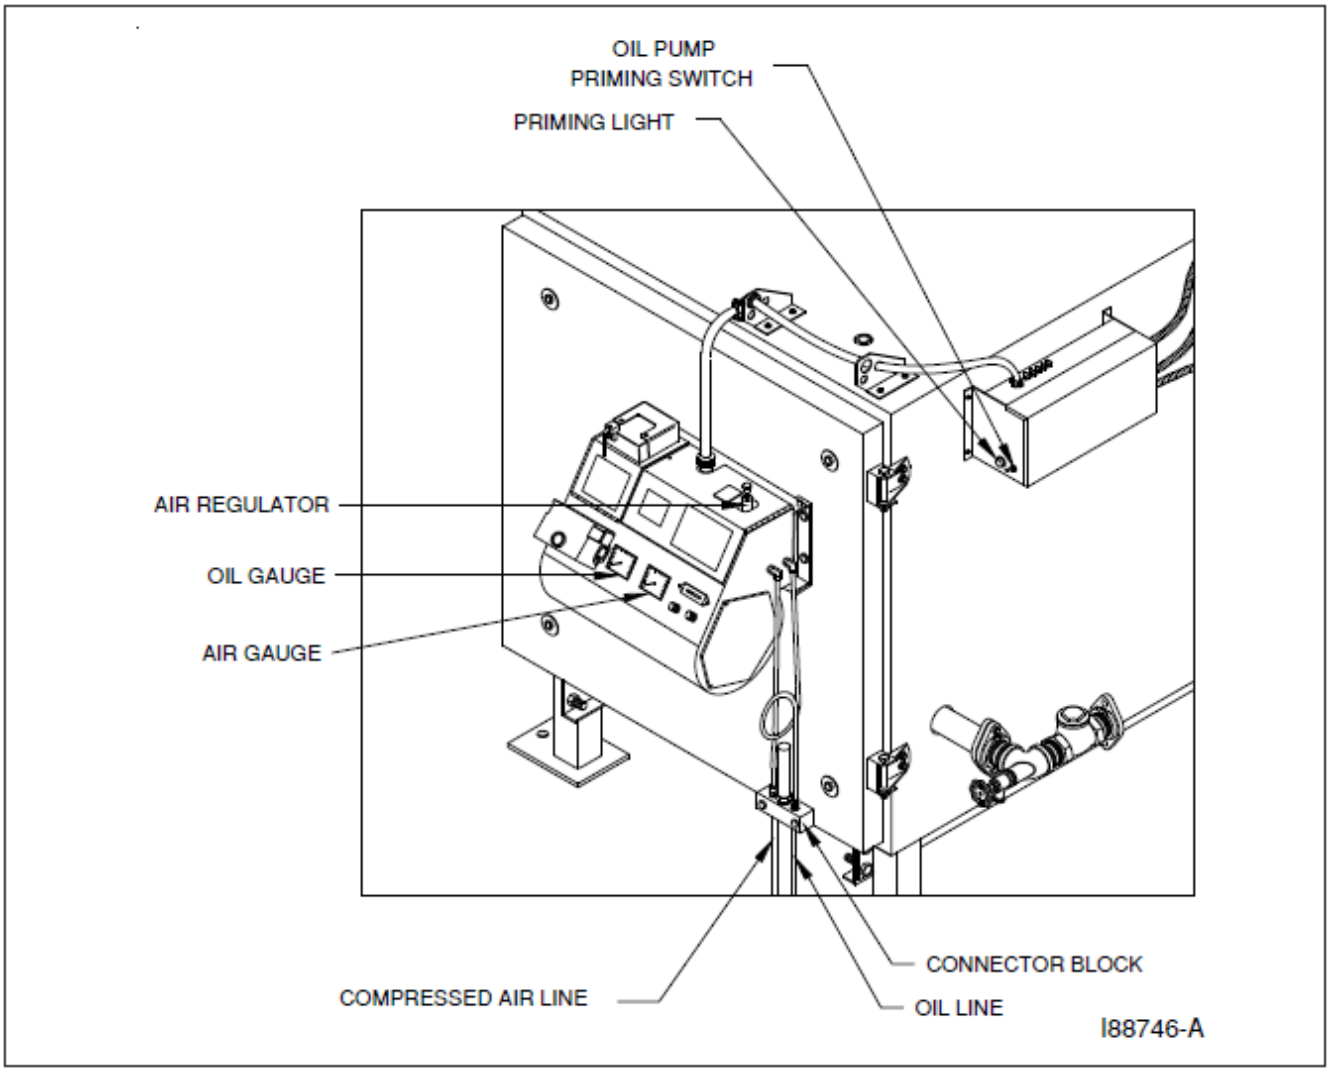

Figure 5B - Detail of Burner Connections/Components
a. Refer to Figure 5B to locate the priming switch.